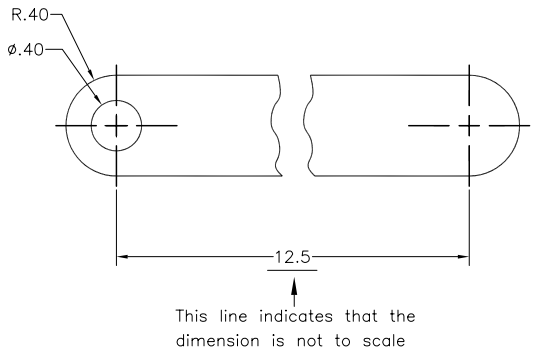

Figure 35-45 *Specifying dimensions that are not in scale*
20. A dimension that is not in scale should be indicated by drawing a straight line under the dimension text (Figure 35-45). This line can be drawn by using the **DDEDIT** command. If you invoke this command, AutoCAD will prompt you to select an annotative object. Select the object; the **Text Editor** will be displayed and a new **Text Editor** tab will be added to the **Ribbon**. Select the text (< >) , and then choose the **U** button in the **Formatting** panel of the **Text Editor** tab to underline the text.